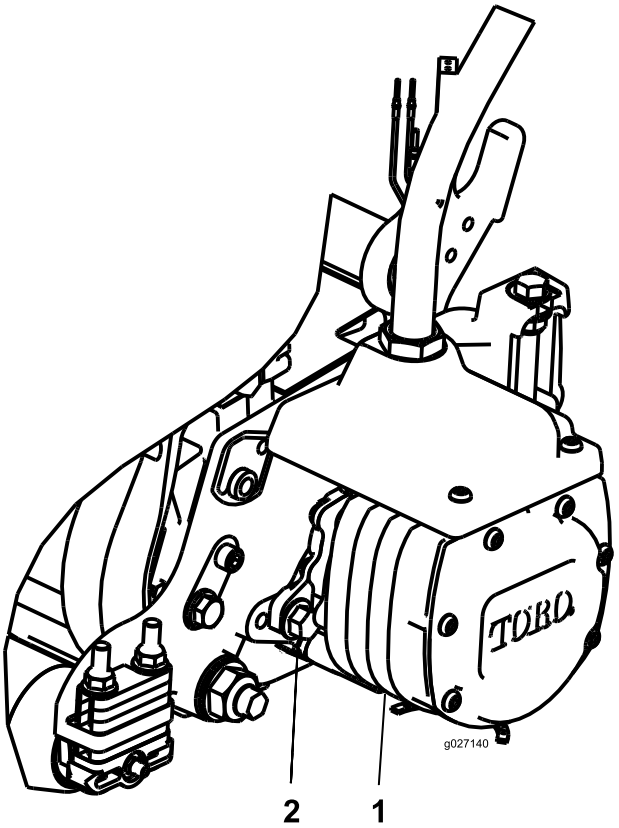

Figur 11
14. Monter motoren ved at dreje den med uret, således at motorflangerne går fri af boltene (Figur 11). Drej motoren mod uret, indtil flangerne indeslutter boltene, og tilspænd så boltene.